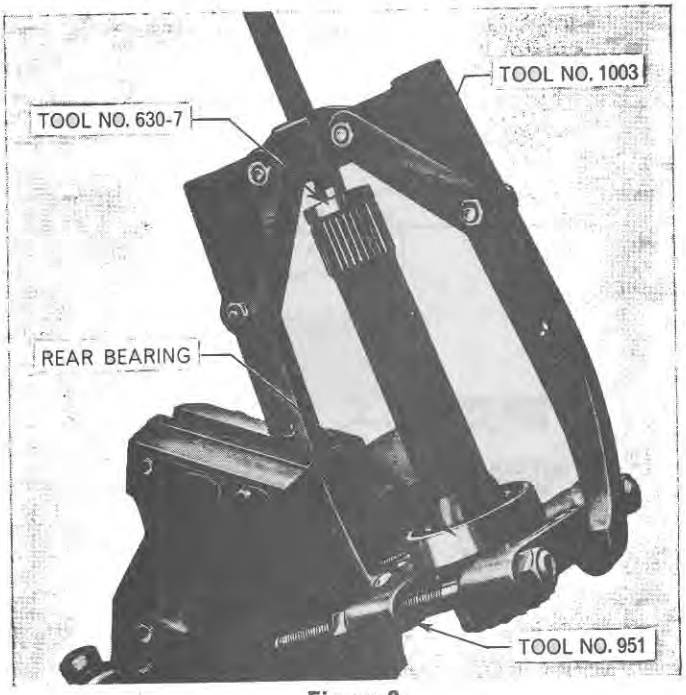

Figure 8
d. Inspect the gear teeth and the oil seal journals on the Live P.T.O. input shaft for damage or excessive wear and check the rear bearing for wear or damage. If necessary, remove the snap ring from the shaft and withdraw the rear bearing using Tools Nos. 1003, 951 and 630-7, Figure 8.